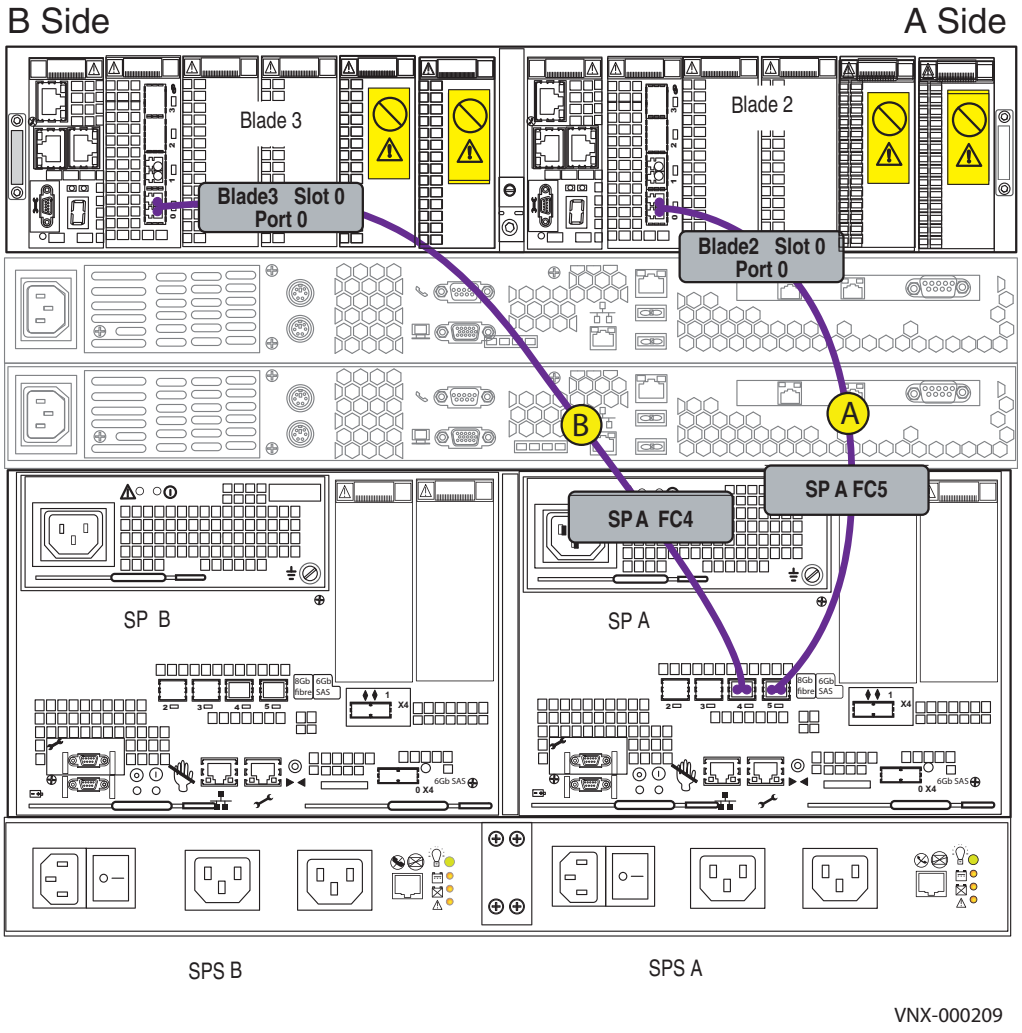

**Figure 20** Cable SP A to blades
2. Connect SP A port 5 to blade 2 port 0 as shown in Figure 20. (A)
3. Connect SP A port 4 to blade 3 port 0 as shown in Figure 20, (B) if applicable.